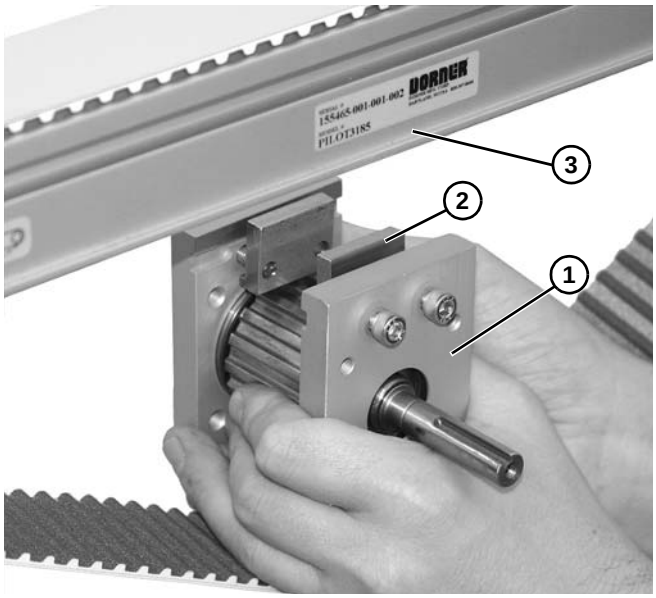

Figure 88
7. Monter l'ensemble broche centrale **(Figure 88, élément 1)** et bloc de fixation **(Figure 88, élément 2)** sur la cannelure du convoyeur **(Figure 88, élément 3)** de chaque côté du châssis du convoyeur.